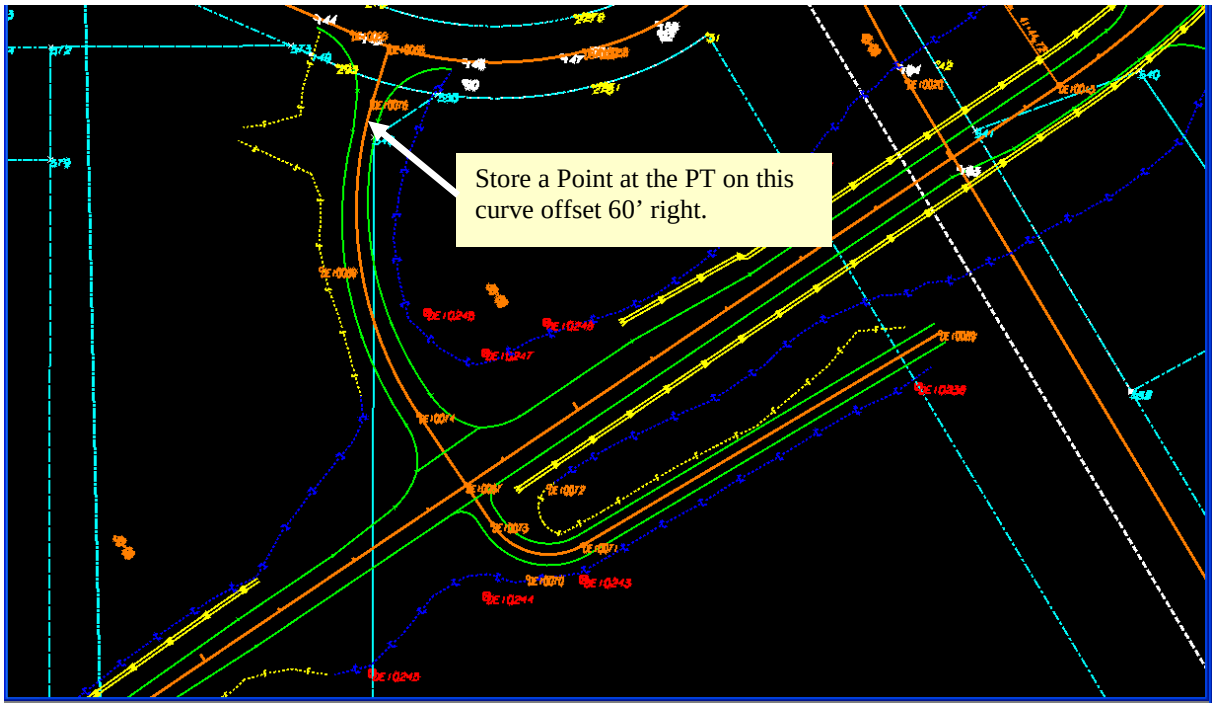
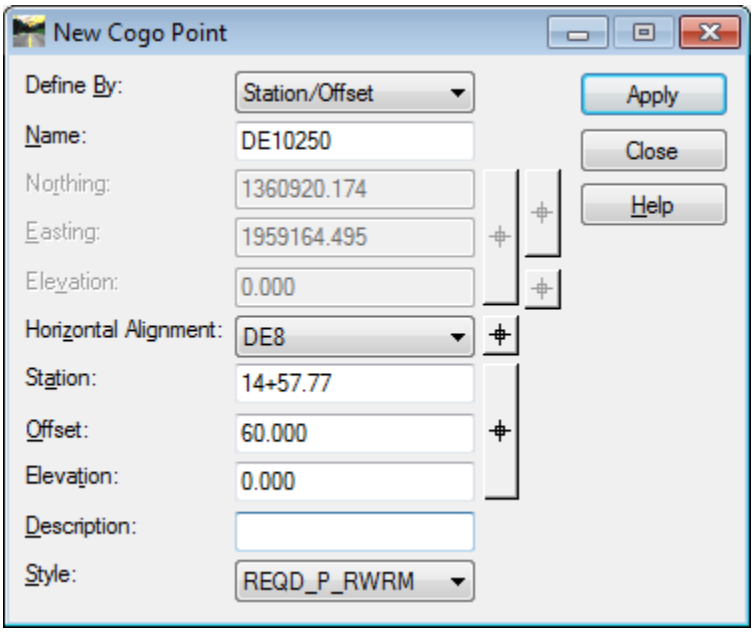
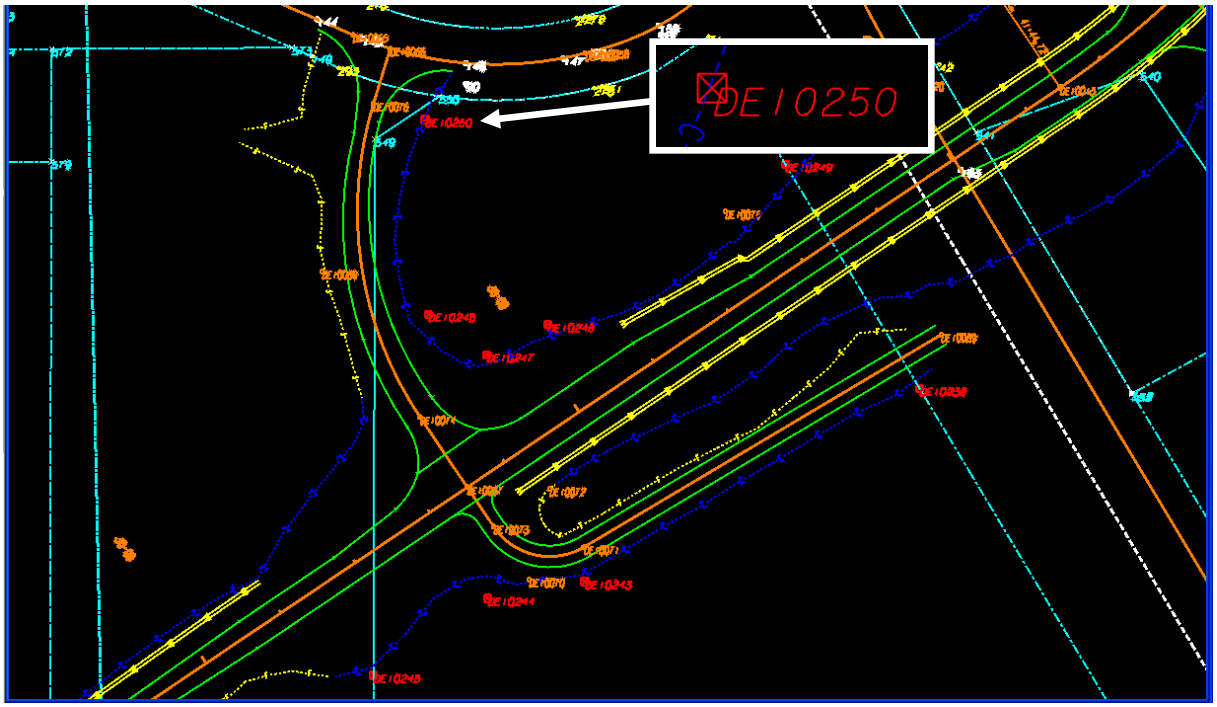

Figure L12-36 MicroStation View
Figure L12-37 New Cogo Point
Figure L12-38 MicroStation View
35.	**Store a Cogo Point at the PT of the Curve identified in *Figure L12-36* on Alignment DE8 Offset 60' Right.** • In InRoads, select **Geometry ► Cogo Points ► New**. • In the **New Cogo Point** dialog, ensure **Station/Offset** is selected as the **Define By:** mode. • Select the **Horizontal Alignment: *DE8*** from the pull down menu. • The **Station:** of the PT will be selected using the **Locate** button. Press the **Locate** button to the right of the **Station:**, **Offset:**, and **Elevation:** fields. • Notice in the bottom right corner of the MicroStation window you are prompted to < **Identify station**. • Move your mouse around the MicroStation View and notice the dynamic line that jumps from one point to another along Alignment **DE8**. Notice also as you do this that in the bottom middle of the MicroStation window the occupied Station is given. • Move your mouse so that the dynamic line is drawn from the PT identified in *Figure L12-36* and **Station 14+57.77** is listed in the bottom middle of the MicroStation Window. • While Station **14+57.77** is listed in the bottom middle of the MicroStation window, **Left click** to select this Station. The **New Cogo Point** dialog returns with the Station ***14+57.77*** entered in the **Station:** field. ***NOTE**: Even though the Station is listed to only 2 decimal places, all the decimal places are retained in InRoads memory because of the manner in which we selected the Station. • In the **Offset:** field key-in ***60.00***. • Notice the Elevation **1147.663** has been entered in the **Elevation:** field. This value is obtained from the Active Vertical Alignment associated with the Horizontal Alignment. • In the **Elevation:** field, key-in ***0.000*** ***NOTE**: All 2D Points, which include Property Points such as those being stored here, should always be given a value of **0.000**. • In the **Style:** field, select ***REQD_P_RWRM***. • Verify your entries match those shown in *Figure L12-37*. Click **Apply** and **Close**. • If a **Results** window appears – click **Close** to exit the **Results** window. • Verify Point **DE10250** was drawn in MicroStation as shown in *Figure L12-38*.